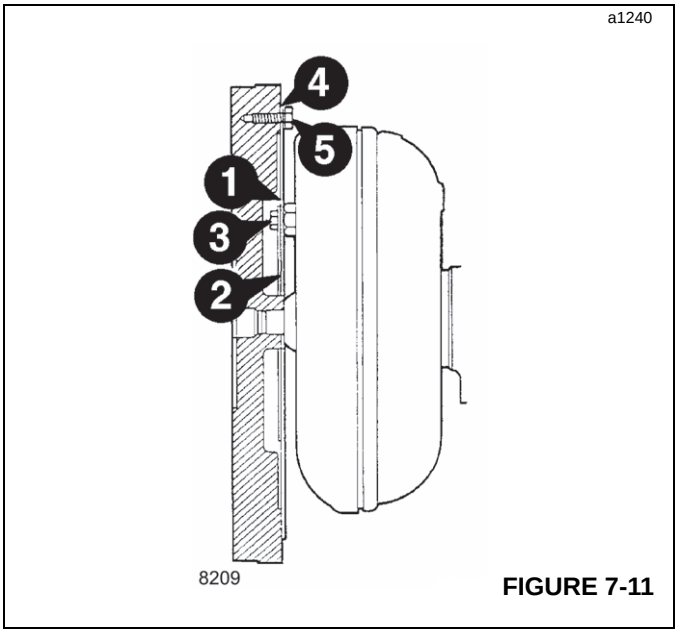

FIGURE 7-11
1. Place the drive plate and annulus (1 Figure 7-11) onto the torque converter.
e. Remove the access plate from the bottom of the engine flywheel housing and, through the access hole, fit and hand tighten one bolt (3, Figure 7-11) in the six o'clock position.
1. Assemble the drive plate and drive plate annulus (1, Figure 7-11) to the torque converter using bolts (3), finger tighten at this time.
2. Bolt drive plate to flywheel and check that run-out of pump drive shaft (B) does not exceed maximum permissible 0.38 mm (0.015 in). If incorrect, tap torque converter by hand to reposition.
4. Apply Loctite 243 to threads of bolts (3) and tighten to 40 Nm (30 lb-ft).
5. Fit torque converter/drive plate sub-assembly to flywheel; align marks, then fit washers (4) and bolts (5). Apply Loctite 243 to bolts (5) and tighten to 19 Nm (14 lb-ft).